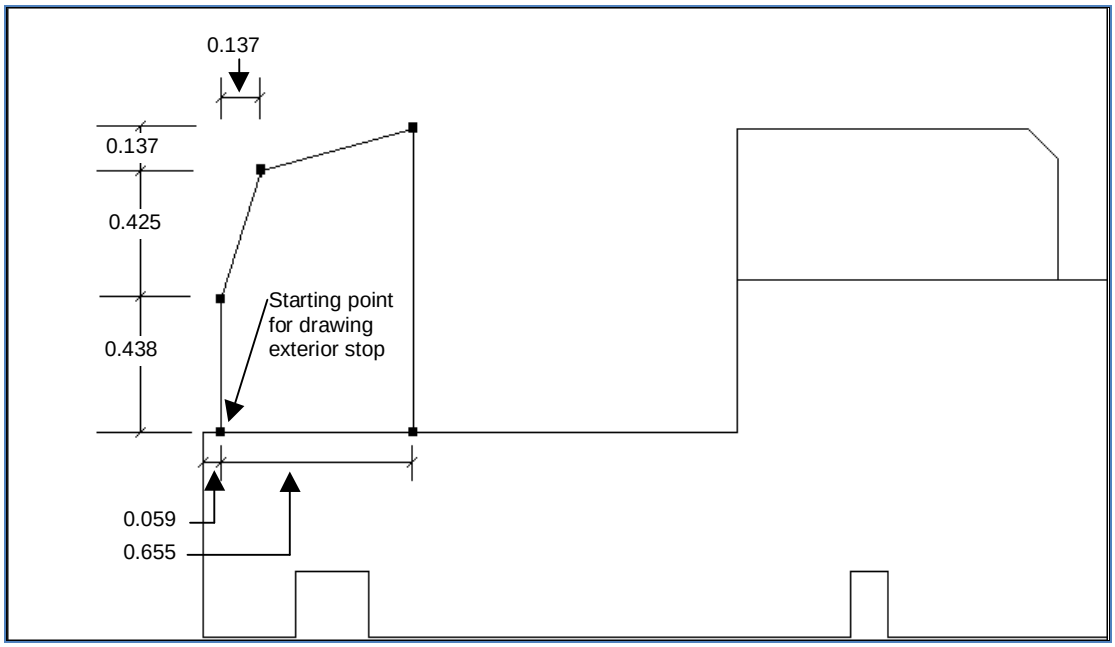

Figure 10-25. Dimensions for the exterior stop.
- We will draw the polygon for the exterior stop in a similar fashion. The drawing in Figure 10-25 contains the dimensions needed to draw this polygon. We will first draw a rectangle, and then insert and move points to make the beveled sides of the polygon.